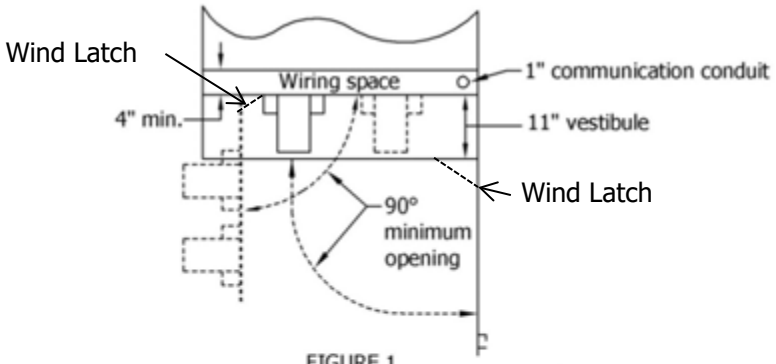
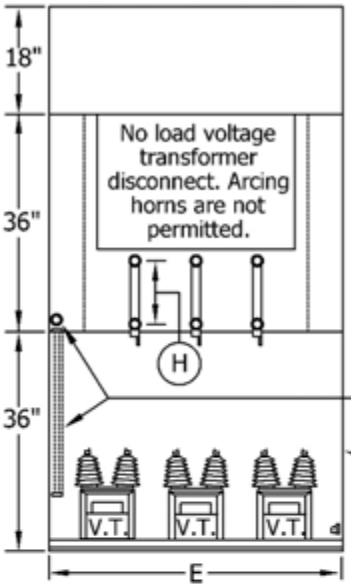

FIGURE 1
FIGURE 3
1. Figures 3 and 4 on page SG 604.2 shows equipment with weatherproof doors. These enclosure doors shall be designed to be secure in the open position 90 degrees or more.
This standard provides metering cubicle requirements. See Figures 1 and 2, with notes below. Continue to page SG 604.2 for Figures 3 and 4, with notes. Refer to Switchgear Underground Service Terminating Pull Section Standard on pages SG 608.1 – 608.3.